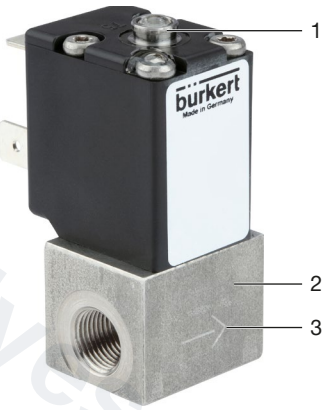

Fig. 1: Example of a type 2871 proportional valve
- Adjusting screw (see “Fig. 1” on page 9) do not adjust.